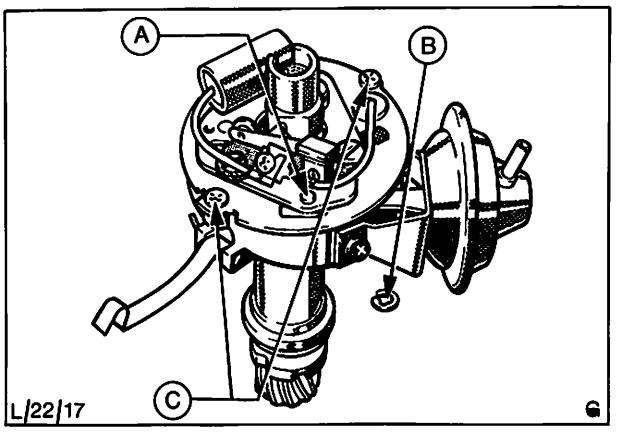

Abb. 60 Ausbau der Unterbrechereinheit (Motorcraft-Verteiler)
2. Sprengring – Führungsstift Zugstange – Unterdruckversteller ausfedern und die beiden Befestigungsschrauben der Trägerplatte entfernen, Abb. 60. Unterbrecherplatte komplett herausheben und falls vorhanden, Entstörkondensator von Unterdruckdose abbauen (1 Schraube).